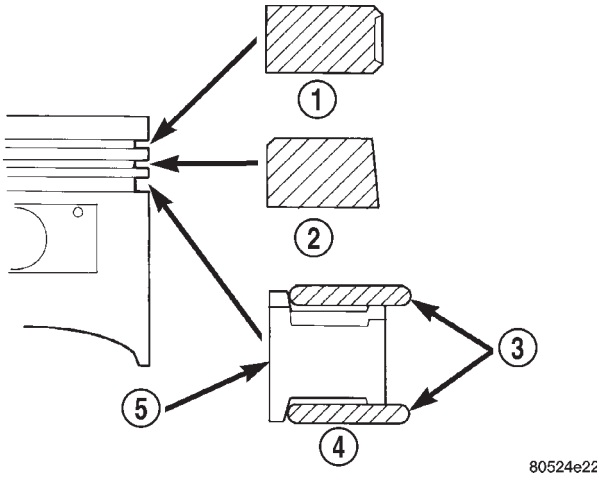
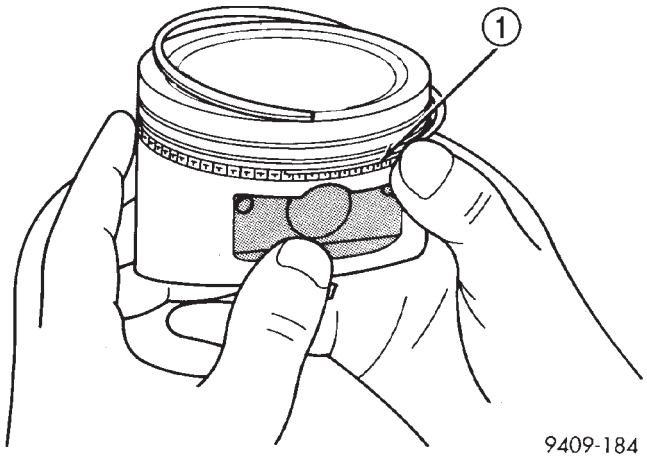

Abb. 112 Kolbenringe einbauen
Abb. 113 Abstreifschneide montieren
(1) Kolbenringe mit nach oben zum Kolbenboden zeigender Herstellerkennzeichnung montieren (Abb. 112).
f. Beim Einsetzen der Abstreifschneide ein Ende der Abstreifschneide zwischen Kolbenringnut und Spreizring schieben. Ende gut festhalten und den noch zu montierenden Teil nach unten drücken, bis die Abstreifschneide korrekt sitzt. **Keine Kolbenringzange verwenden (Abb. 113).**
(2) Zuerst die obere, dann die untere Abstreifschneide montieren.
(3) Danach zuerst den mittleren, dann den oberen Kolbenring montieren (Abb. 112).